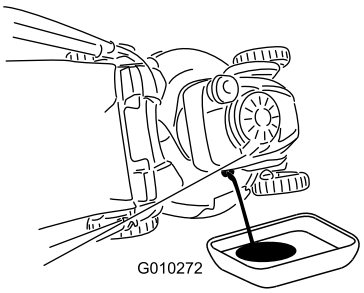

Figuur 23
3. Kantel de machine op de zijkant (met het luchtfilter naar boven) om de oude olie via de vulbuis weg te laten lopen (Figuur 23).